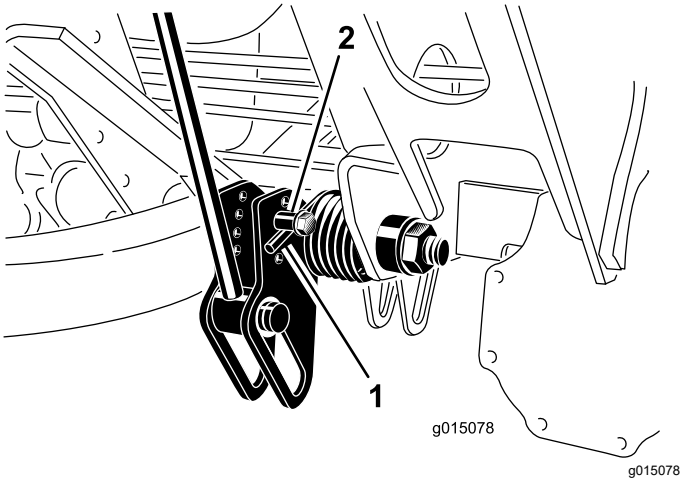

Figur 71
2. Før inn et rør eller lignende objekt på den lange fjærenden for å slippe noe av fjærspenningen under justering (Figur 71).
3. Mens du letter spenningen i fjæren, fjern bolten og låsemutteren som fester fjæraktuatoren til braketten (Figur 71).